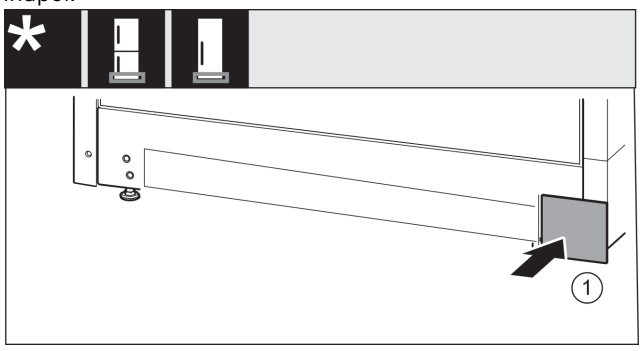

Fig. 50
- ▶ Așezați capacul *Fig. 50 (1)* din nou pe cealaltă parte.